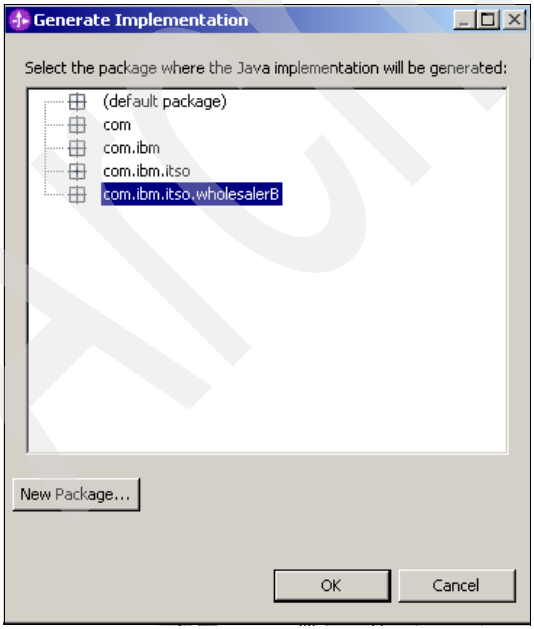

Figure A-86 Selecting the com.ibm.itso.WholesalerB package
a. In the Generate Implementation window (Figure A-86), select **com.ibm.itso.wholesalerB** and click **OK**.